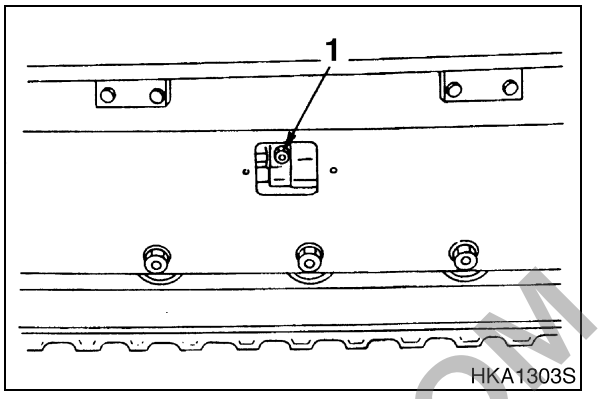

Figure 4
4. Track tension adjustments are made through the grease fitting (1, Figure 4) in the middle of each side frame. Adding grease increases the length of the adjustment cylinder. The longer the adjustment cylinder, the greater the pressure on the tension spring pushing the track idler wheel outward.